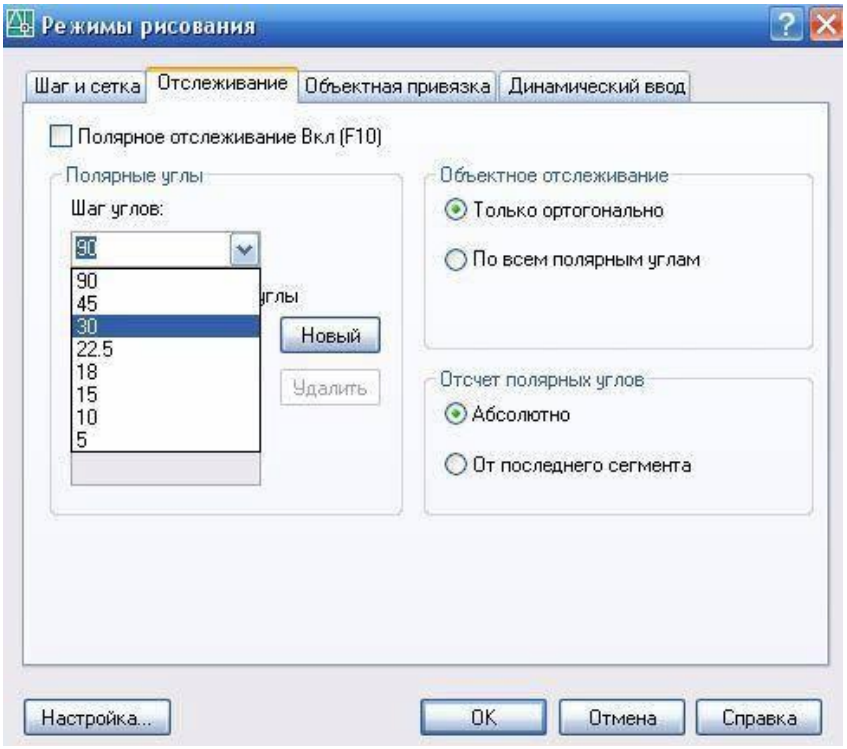

Рисунок 5
5. Скройте и покажите панели **Черчение** (**Draw**), **Изменение** (**Modify**) и др. Щелкните левой кнопкой мыши (ЛКМ) на двух черточках какой-либо панели (рис. 5) и, не отпуская мышь, передвиньте панель в другое место экрана.
Полярное отслеживание может осуществляться под углами, кратными следующим стандартным значениям: 90, 45, 30, 22.5, 18, 15, 10 или 5 градусов. Можно определить другие значения углов, а при необходимости объектное отслеживание можно осуществлять вдоль всех текущих полярных углов отслеживания, рисунок 5.